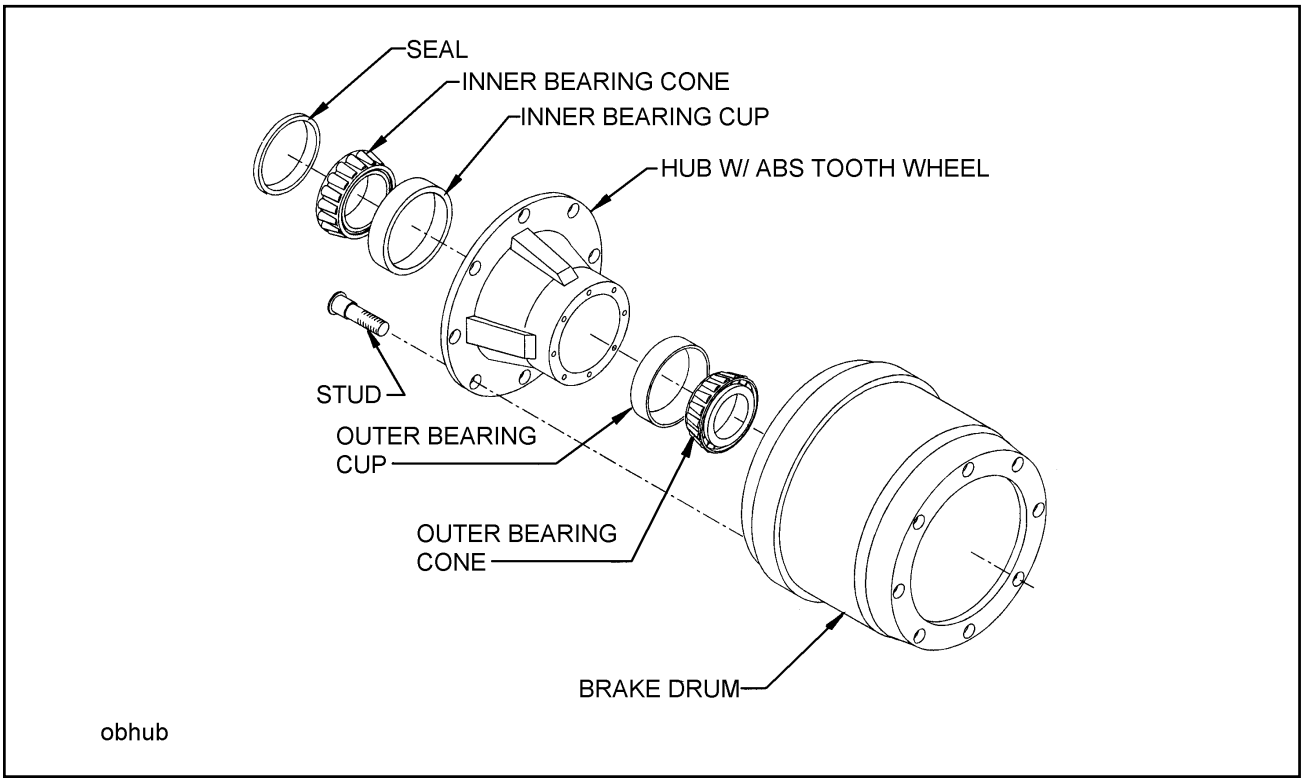
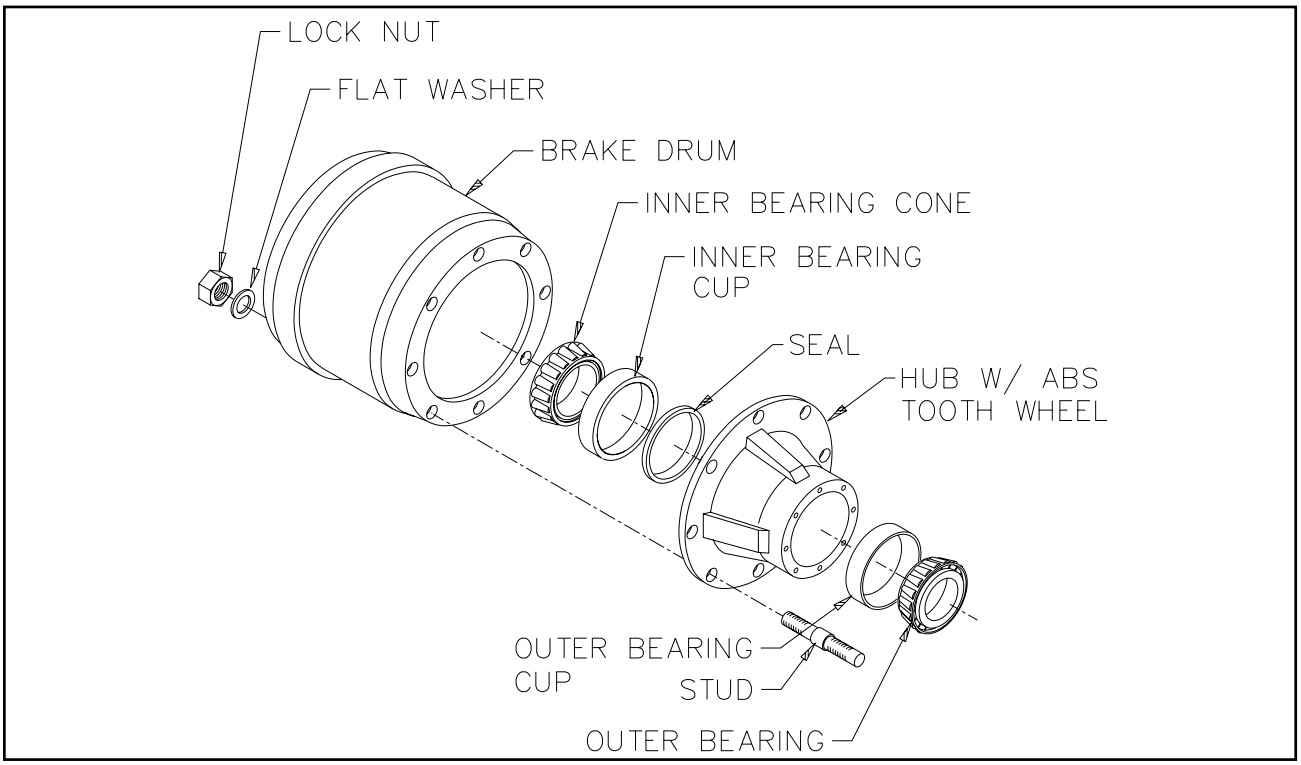

Figure 4-12 Outboard Mount Hub and Drum
Figure 4-13 Inboard Mount Hub and Drum
4-9.4 Replace the hub and drum as follows **(See Figures 4-12 and 4-13):**
a. For outboard mount hub and drum remove the brake drum **(See Figure 4-12)**. It may be necessary to release the slack adjuster. For inboard mount **(See Figure 4-13),** remove drum after hub.
s. For Outboard Mounted Brake Drum **(See Figure 4-12)** place the drum over the hub and brake shoes being careful not to damage the threads on the studs. Make sure the drum seats flat against the hub flange and mates properly with the hub pilot. There should be no interference between the brake drum pilot chamfer and the corner radius on the hub. If interference exists, the hub will not be able to function properly.